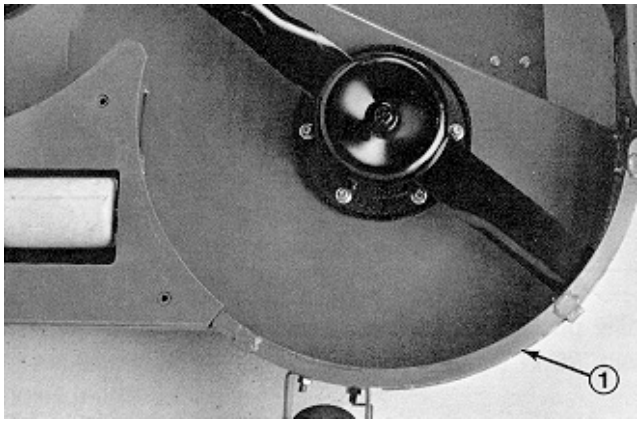

Figure 15
10. Secure left shelf to deck with (2) 1/4–20 x 1" lg. capscrews, (1) 1/4–20 x 3/4" lg. capscrews and (3) locknuts (Fig 15). Capscrew heads to be positioned on the inside of deck.